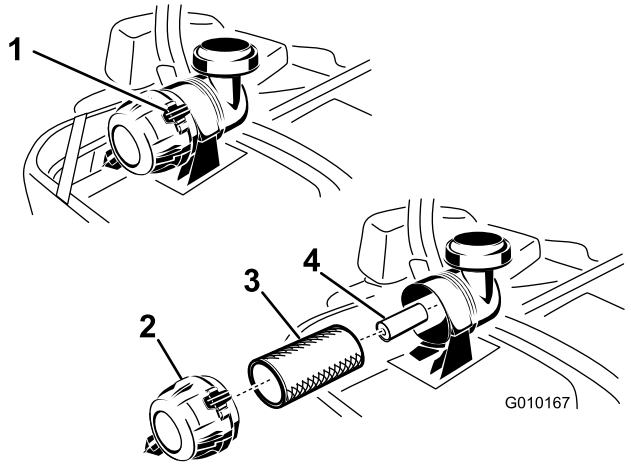

Figur 42
3. Skub ned for at åbne holdeklemmerne på luftfilteret, og træk luftfilterdækslet af luftfilterhuset (Figur 42).
5. Skub forsigtigt primærfilteret ud af luftfilterhuset (Figur 42). Undgå at ramme husets side med filteret.
1. Rengør ikke papirfilteret. Det skal udskiftes (Figur 42).
2. Hvis sekundærfilteret skal udskiftes, skal det forsigtigt skubbes ind i filterhuset (Figur 42).
3. Skub forsigtigt primærfilteret over sekundærfilteret (Figur 42). Sørg for, at det er helt på plads ved at skubbe på filterets yderste kant, mens det installeres.
4. Monter luftfilterdækslet med ånderørshætten nedad, og drej det, så holdeklemmerne låser dækslet på plads (Figur 42).